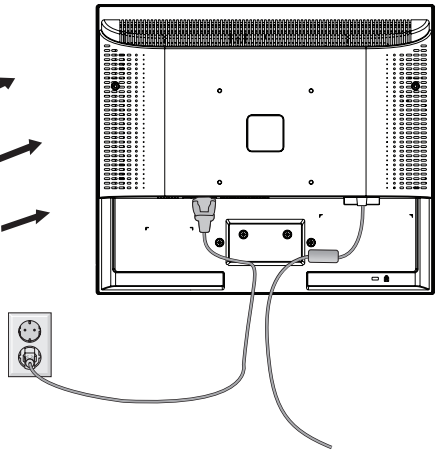

Рисунок R.3
4. Подключите кабель питания к разъему на задней панели монитора (**Рисунок R.3**).